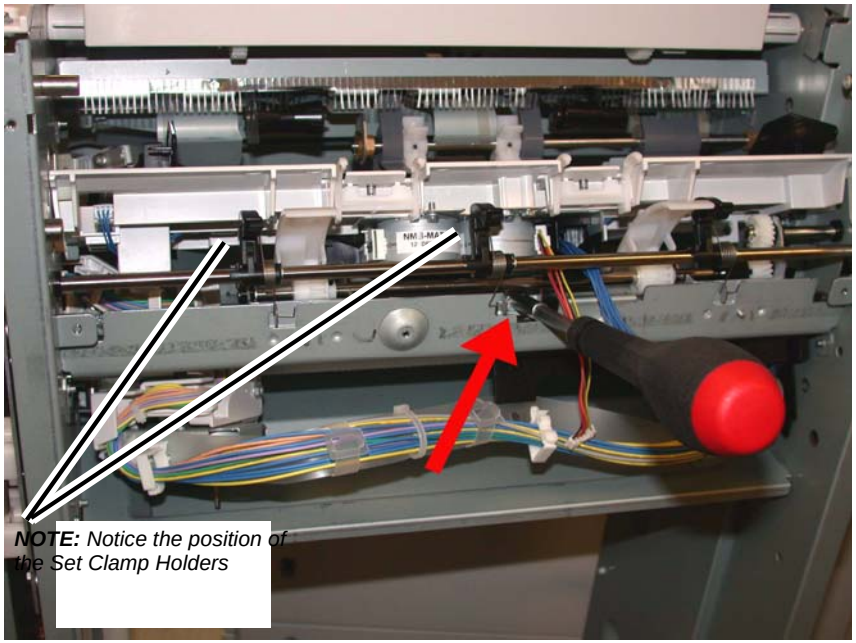

Figure 3 Removing the Compiler Tray screw
13. Remove the Compiler Tray screw (Figure 3).